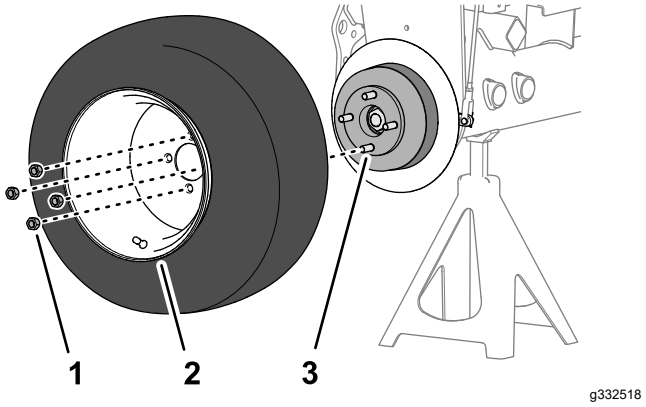

Figuur 74
1. Verwijder de 4 wielmoeren waarmee het voorwiel aan de naaf bevestigd is en verwijder het wiel (Figuur 74).